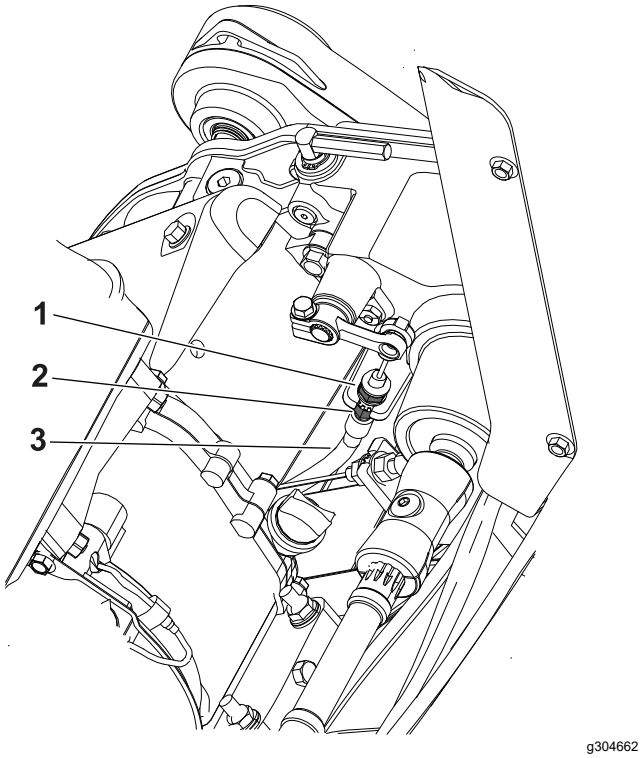

Figuur 37
- Draai om de kabelspanning te verhogen de voorste contramoer op de kabel losser en de achterste contramoer vaster (Figuur 37). Herhaal stap 2 en stel indien nodig de spanning af.
- Draai om de kabelspanning te verminderen de achterste contramoer losser en de voorste contramoer op de kabel vaster (Figuur 37). Herhaal stap 2 en stel indien nodig de spanning af.